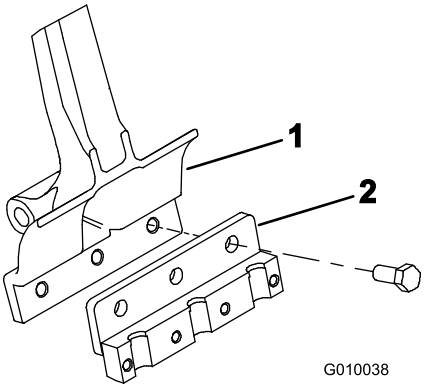

**Rysunek 22**
2. Zamocuj uchwyt zęba do każdego ramienia zęba za pomocą trzech śrub (1/2 x 1-1/4 cala) (Rysunek 22). Dokręć śruby momentem o wartości 101,6 Nm.